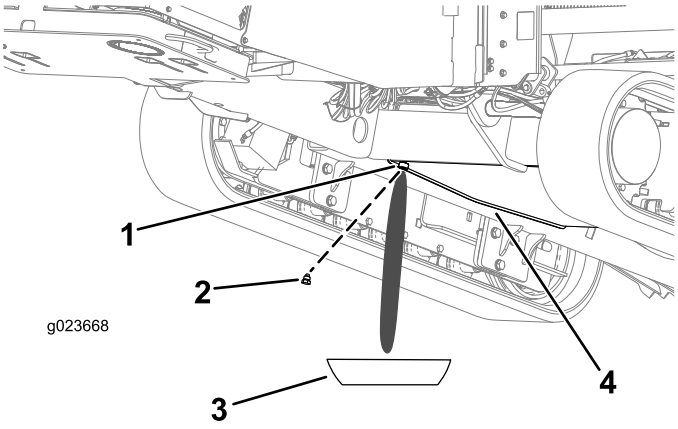

Rysunek 94
3. Odkręcić korek spustowy, poczekać aż woda i osad spłyną (Rysunek 94).